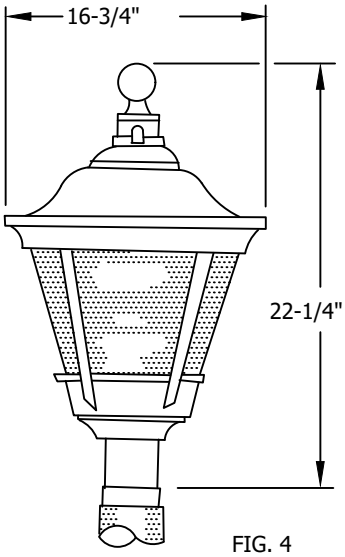

FIG. 4
B. FIGURES 1, 2, 3, 5 ARE EQUIPPED WITH ACRYLIC REFRACTORS. FIGURE 4 IS EQUIPPED WITH GLASS REFRACTORS.